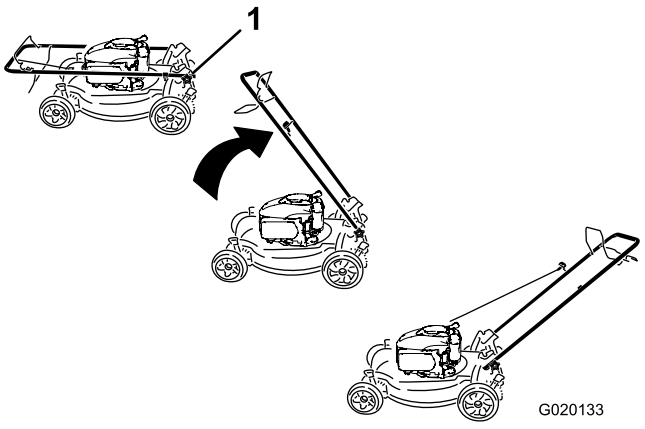

**Figuur 3**
1. Verwijder de handgreepknoppen van de maaierbehuizing (Figuur 3).
1. Handgreepknoppen (2)
3. Plaats de handgreepknoppen die u tijdens stap 1 hebt verwijderd terug en draai deze vast (Figuur 3).